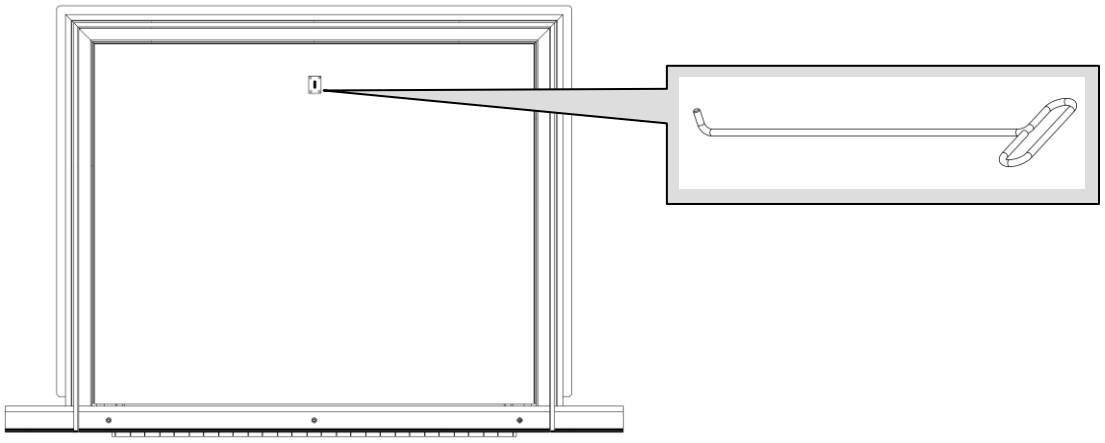

Rys. 1 Hak – służący do otwierania rampy
1. Za pomocą haka (opcja), który zamontowany jest w kabinie kierowcy (Rys.1).